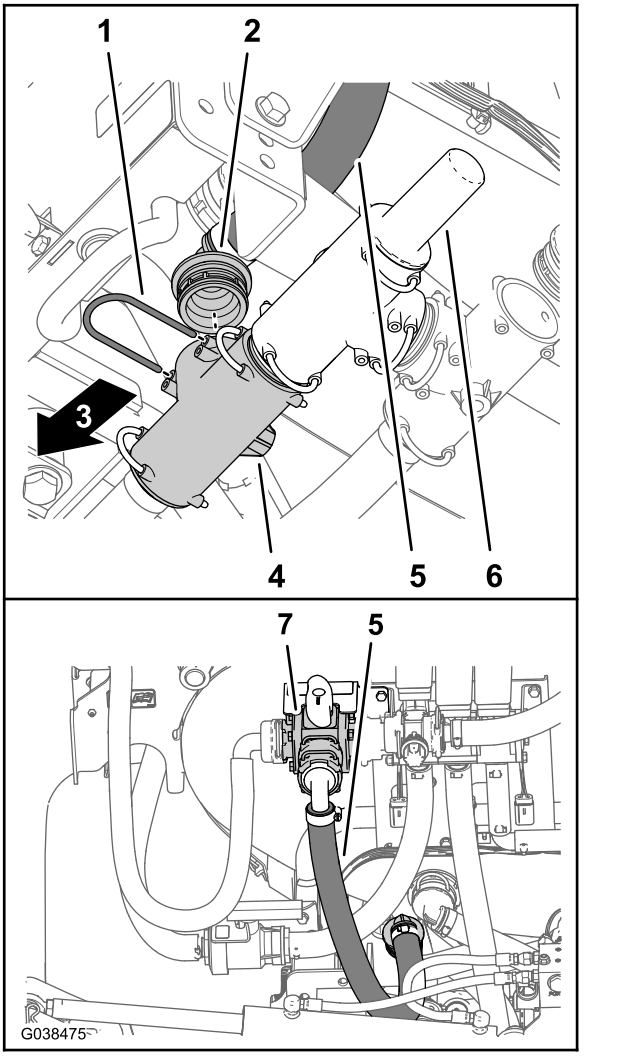

Figura 11
3. Retire o retentor que prende a união estriada de 90° do tubo de fornecimento do pulverizador à união em T que se encontra à frente da válvula de descarga da pressão (Figura 11).
4. Retire a união estriada de 90° da união em T (Figura 11).